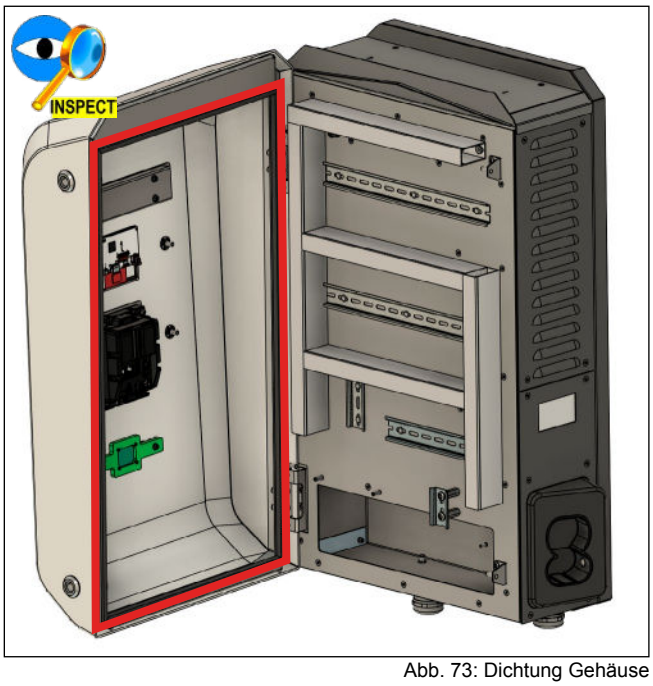

Abb. 73: Dichtung Gehäuse
2. Dichtung der Schutzabdeckung Gehäuse augenscheinlich auf Beschädigungen überprüfen: siehe Abb. 73.